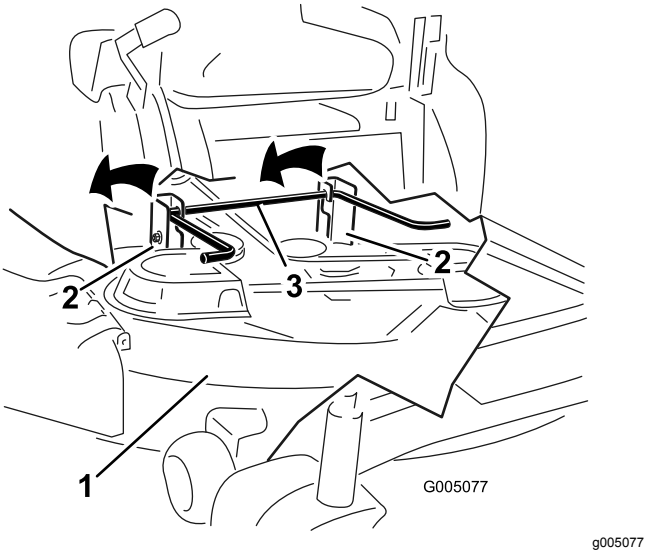

Figure 57
5. Soulevez et déposez le tablier de coupe et les supports de la tige de levage arrière et abaissez le tablier au sol avec précaution (Figure 57).
5. Soulevez l'arrière du tablier de coupe et guidez les supports sur la tige de levage arrière (Figure 57).